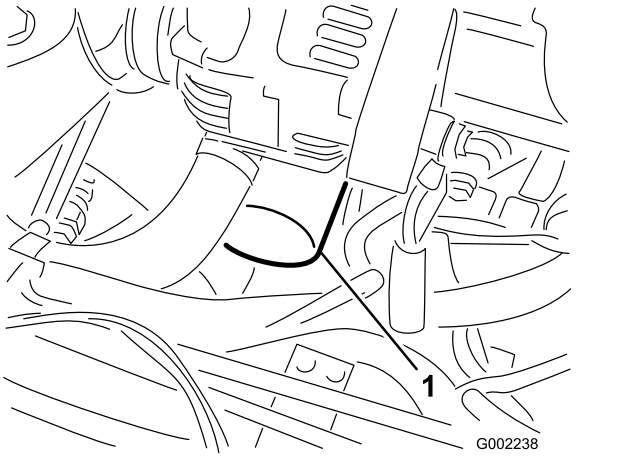

Figura 43
7. Retire el filtro de aceite usado (Figura 43).
10. Instale el filtro de aceite nuevo en el adaptador del filtro. Gire el filtro en el sentido de las agujas del reloj hasta que la junta de goma entre en contacto con el adaptador del filtro, luego apriete el filtro media vuelta más (Figura 43).